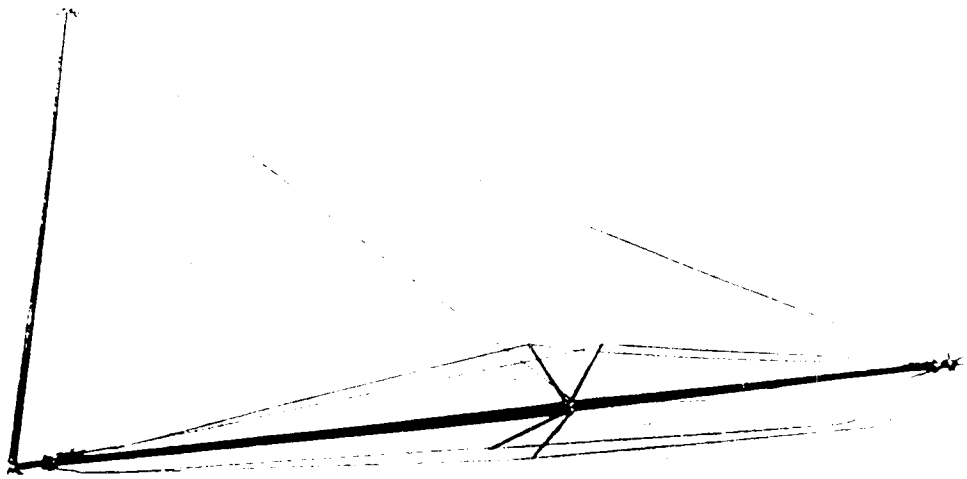

*Figure 221. Raising mast to unfold lower crossarms.*
**6** raises the mast boom high enough to permit the two lower arms on the crossarm assembly to be unfolded (fig. 221).
**1** and **2** mount the masthead assembly (target assembly) on the end of the mast and secure the assembly in place by means of the two bolts at the bottom of the assembly (fig. 221).